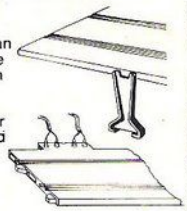

fig. 3
I piloni 724 DN, per formare il ponte, vanno agganciati al bordo esterno della pista come indicato in fig. 3. Uno dei rettilinei dell'art. 704 DN, porta i morsetti per l'innesto dei pulsanti ed il filo per il collegamento del trasformatore.
The pillars 724 DN for the bridge are hooked to the edges of the track as shown in fig. 3.
Pour monter le pont utiliser les piliers ref. 724 DN en les emboîtant ou bord du circuit (fig. 3).
Die Pfeiler 724 DN zum Bilden der Brücke werden in den Aussenrand der Rennbahn eingesetzt, wie die in Abb. 3 dargestellt ist.